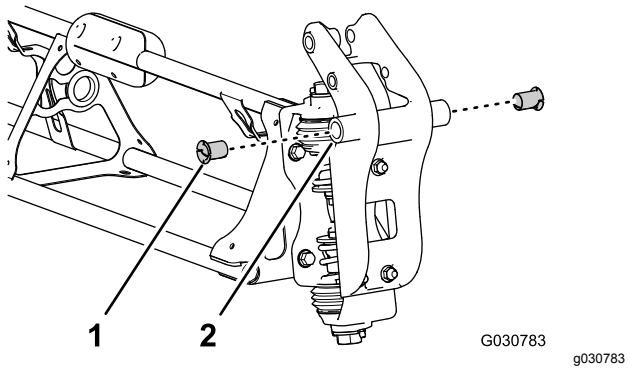

Figur 120
2. Før en nylonflensbøssing inn i hullet på 31,8 mm på hver side av svingkoblingen (Figur 120).